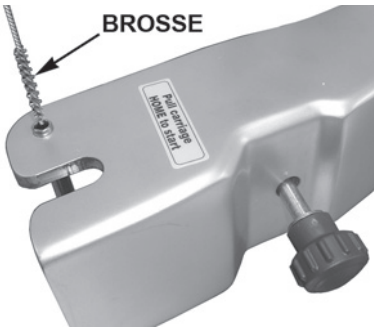

Fig. 16
- Nettoyer l'axe du plateau avec la brosse comme indiqué (Fig. 16).